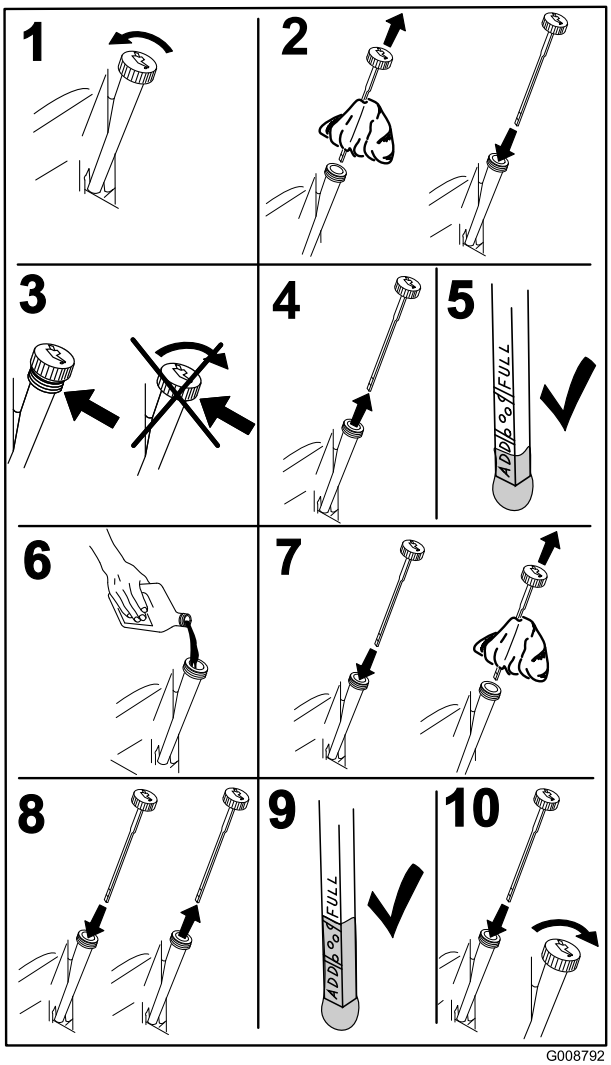

Figur 36
4. Stanna motorn, ta ur nyckeln och vänta tills alla rörliga delar har stannat innan du kliver ur förarsätet (Figur 36).